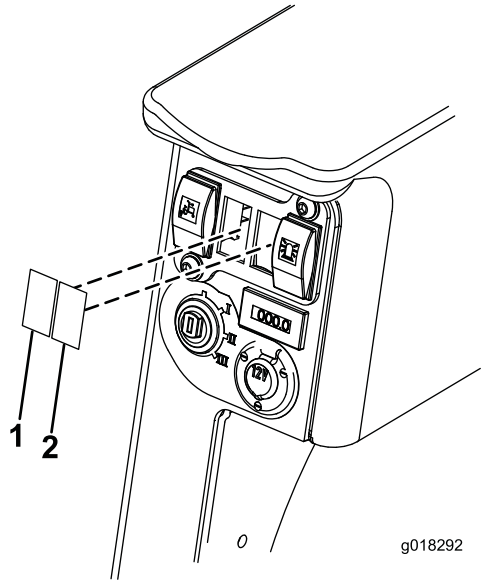

Figura 15
6. Retire dois painéis de interruptores vazios e passe os conectores e fios para o interruptor de perigo e luz através do furo do interruptor (Figura 15). Os conectores de Perigo e Luzes estão nos fios mais curtos, o conector de perigo é vermelho r o conector de luzes é preto. O conector do indicador é preto e encontra-se no fio mais comprido.